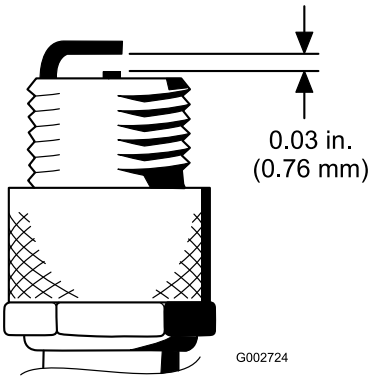

Figur 43
4. Kontrollera att luftgapet mellan mitt- och sidoelektroderna är 0,76 mm. Se (Figur 43).